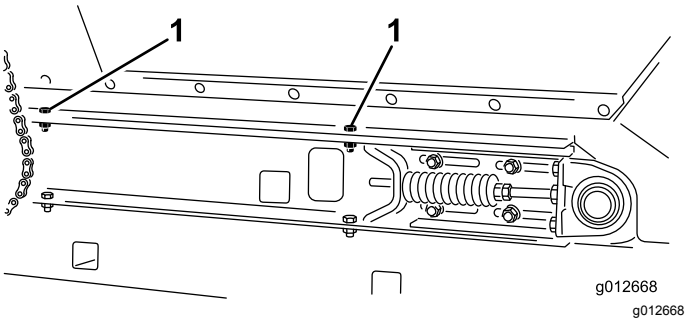

Rysunek 26
2. Po każdej stronie maszyny zdemontuj 2 śruby, 2 podkładki i 2 przeciwnakrętki mocujące kosz do szyn ramy ślizgowej (Rysunek 26).